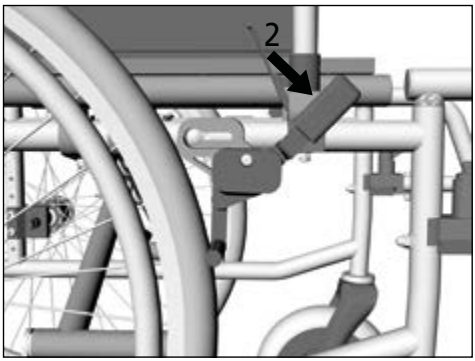

afb.13
2. Druk de handrem verder naar voren, totdat deze voelbaar vastklikt (2, afb. 13).